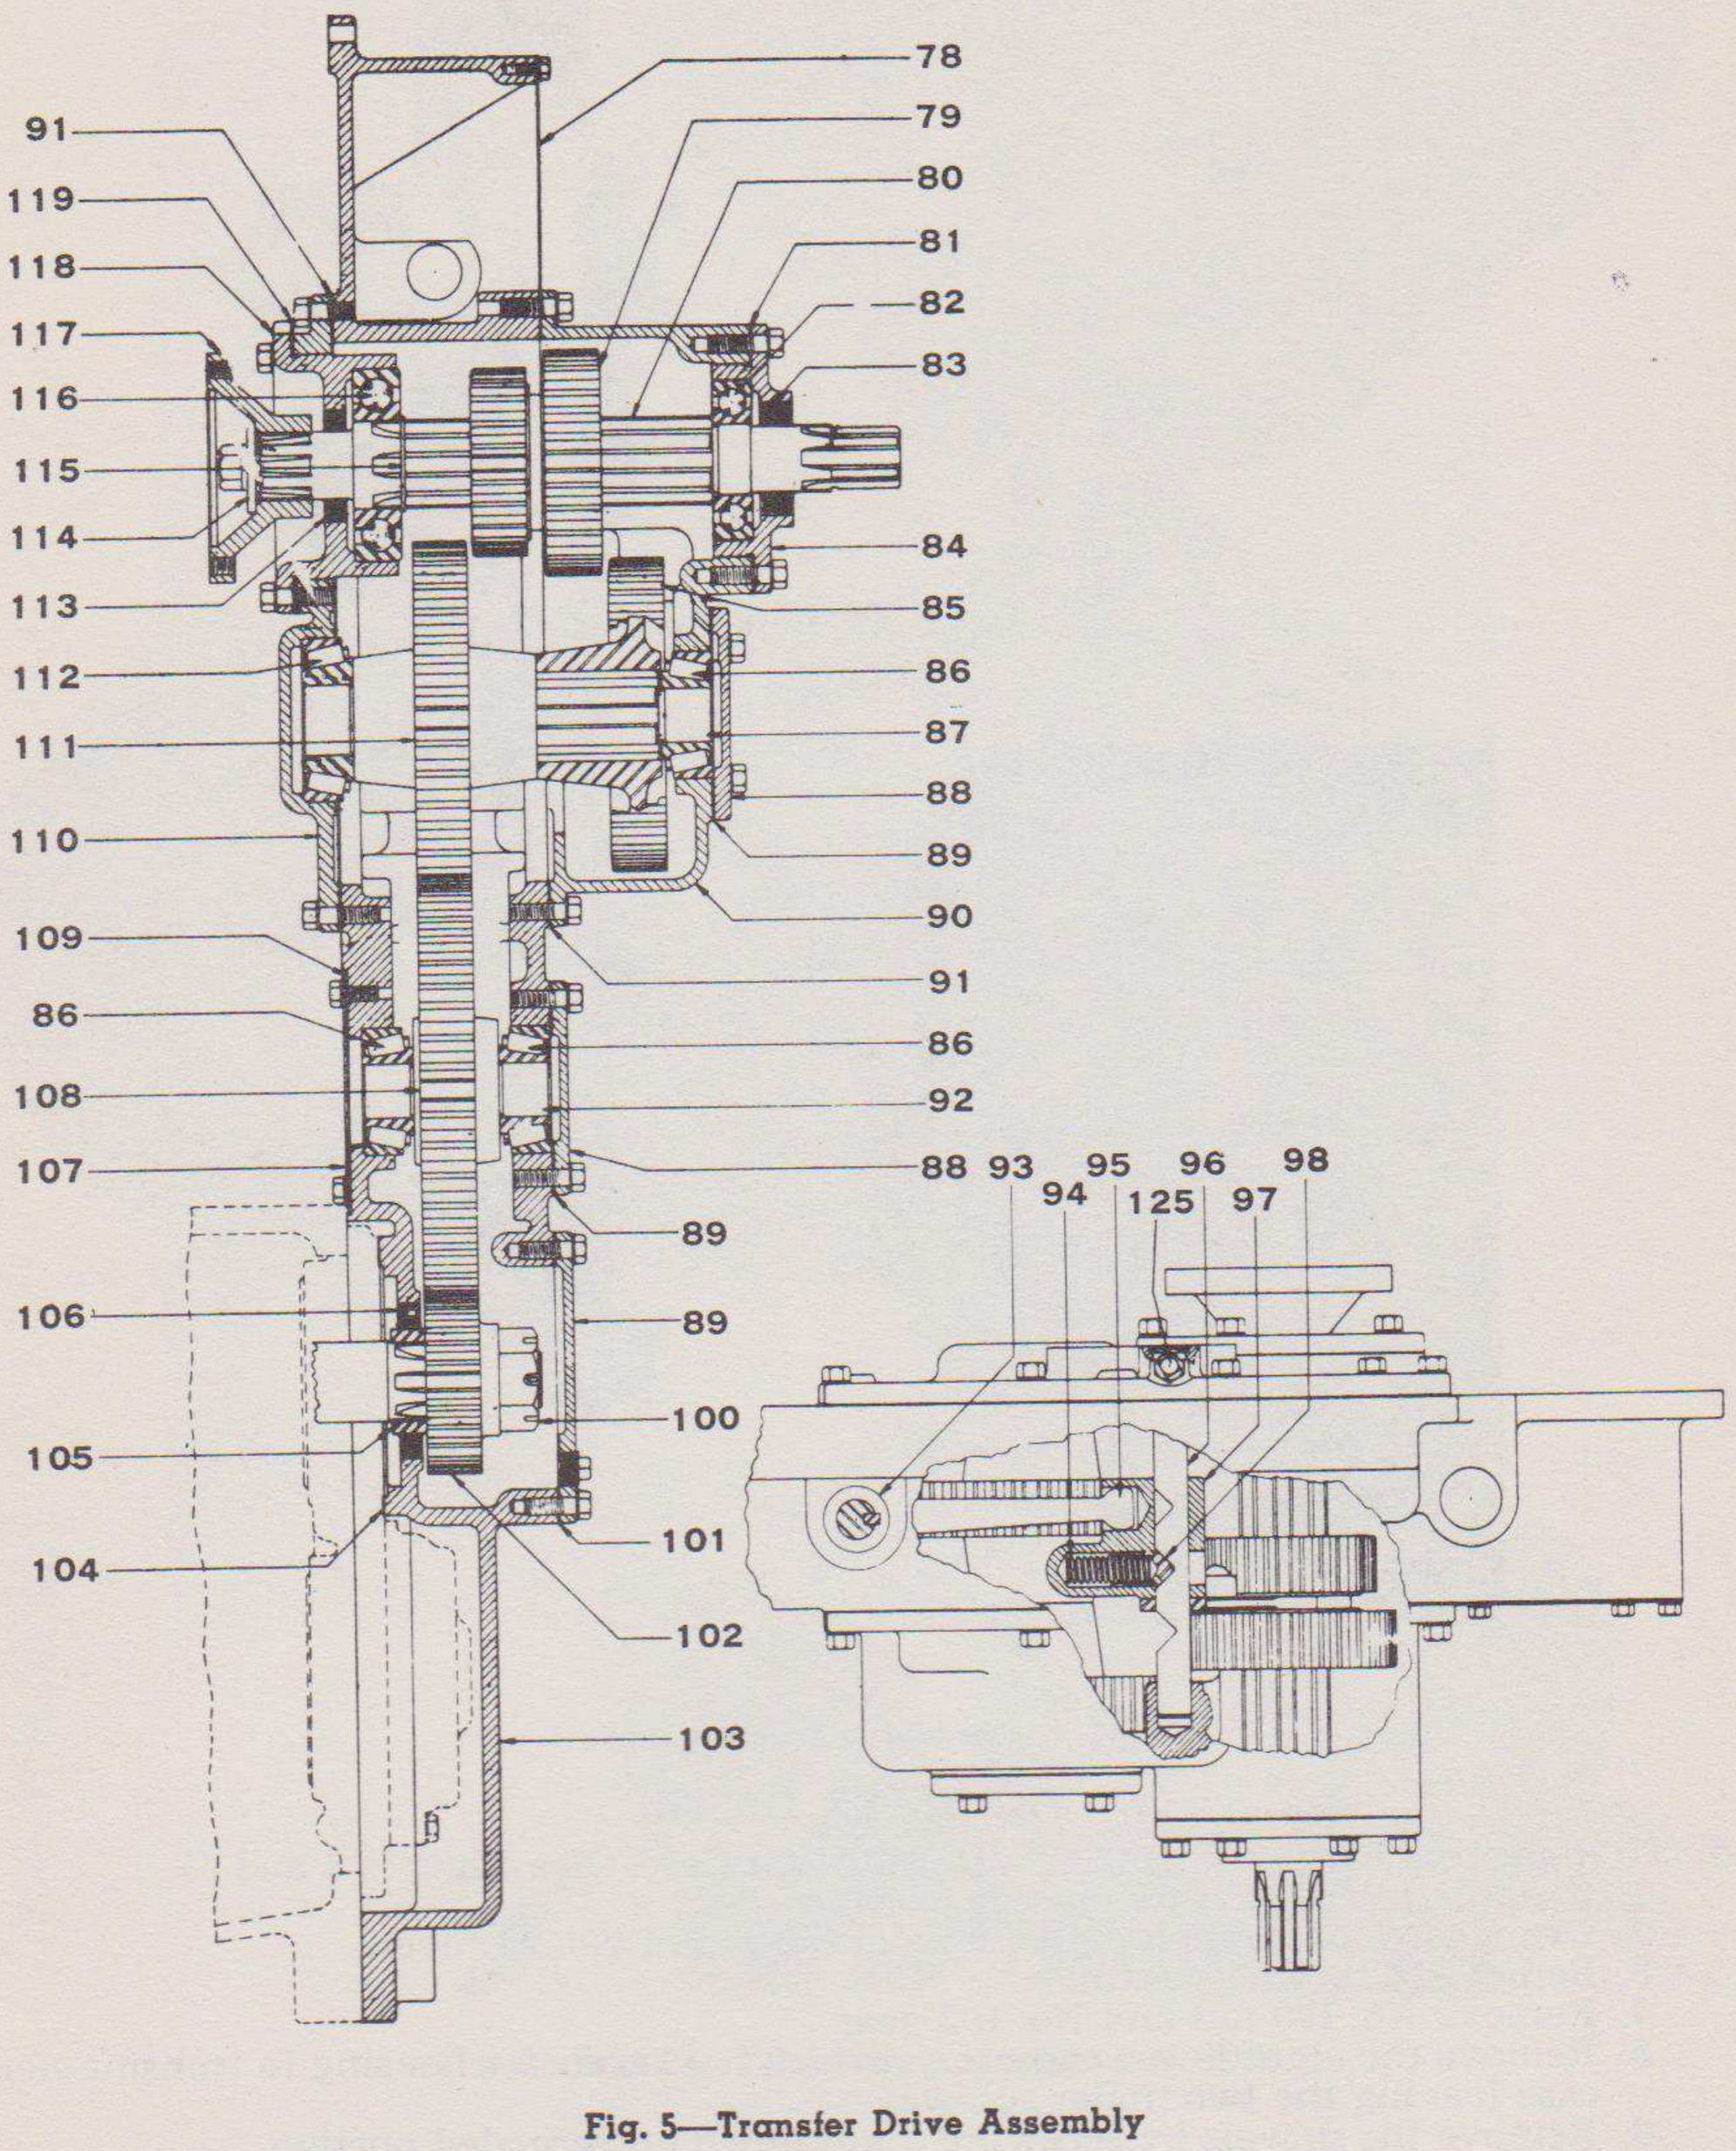

Fig. 5—Transfer Drive Assembly
B. To Remove Transfer Drive Input Shaft (80) and Upper Idler Gear Shaft (87). (See Figures 5 and 6)